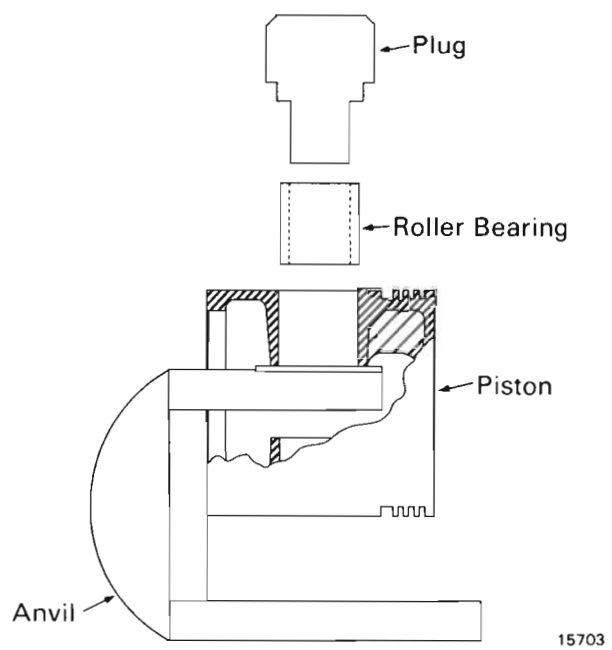

Fig.20 - Roller Bearing Installation
6. Place piston over anvil, Fig. 20, locating piston pin boss approximately in the center of the three countersunk screws in the top of the anvil.